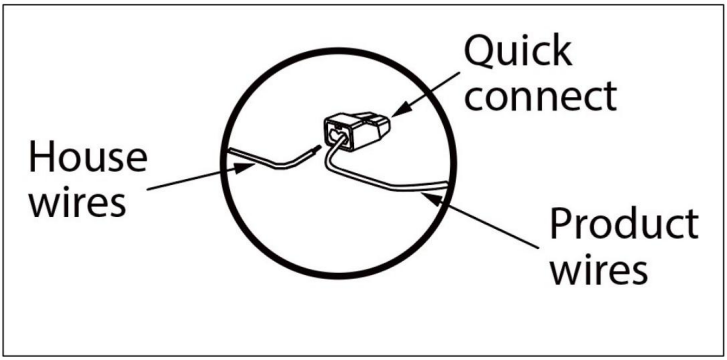

Figura 1.
3. Verifique que el extremo pelado de los cables esté completamente insertado en la parte posterior del conector. (Consulte la Figura 1).